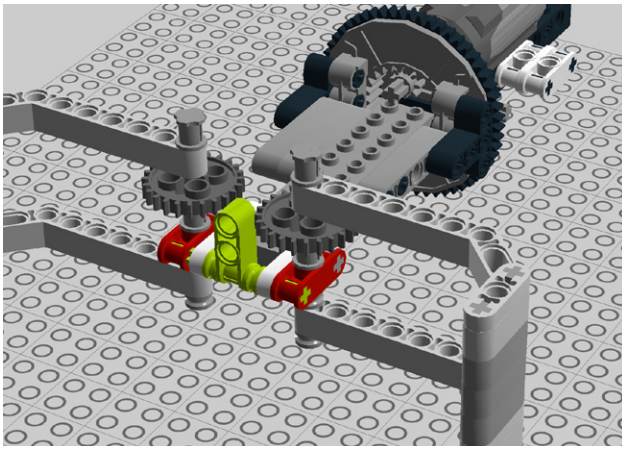

Figure 7-96. *Step 89: Securing a cross block*
89. Secure a cross block with a pair of half bushes and a 5M cross axle (see Figure 7-96).